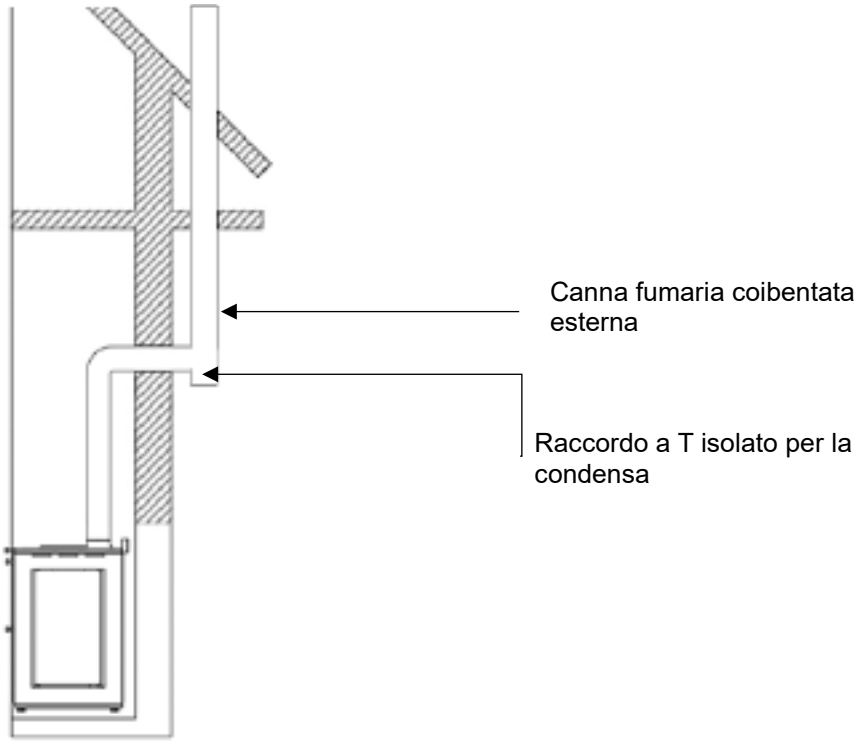

Fig. 11
- Devono essere utilizzati solo tubi isolati (doppia parete) in acciaio inox fissati all'edificio (*fig.11*).
- Nella *fig. 11* è rappresentata la soluzione da adottare nel caso si voglia utilizzare un condotto fumi esterno.